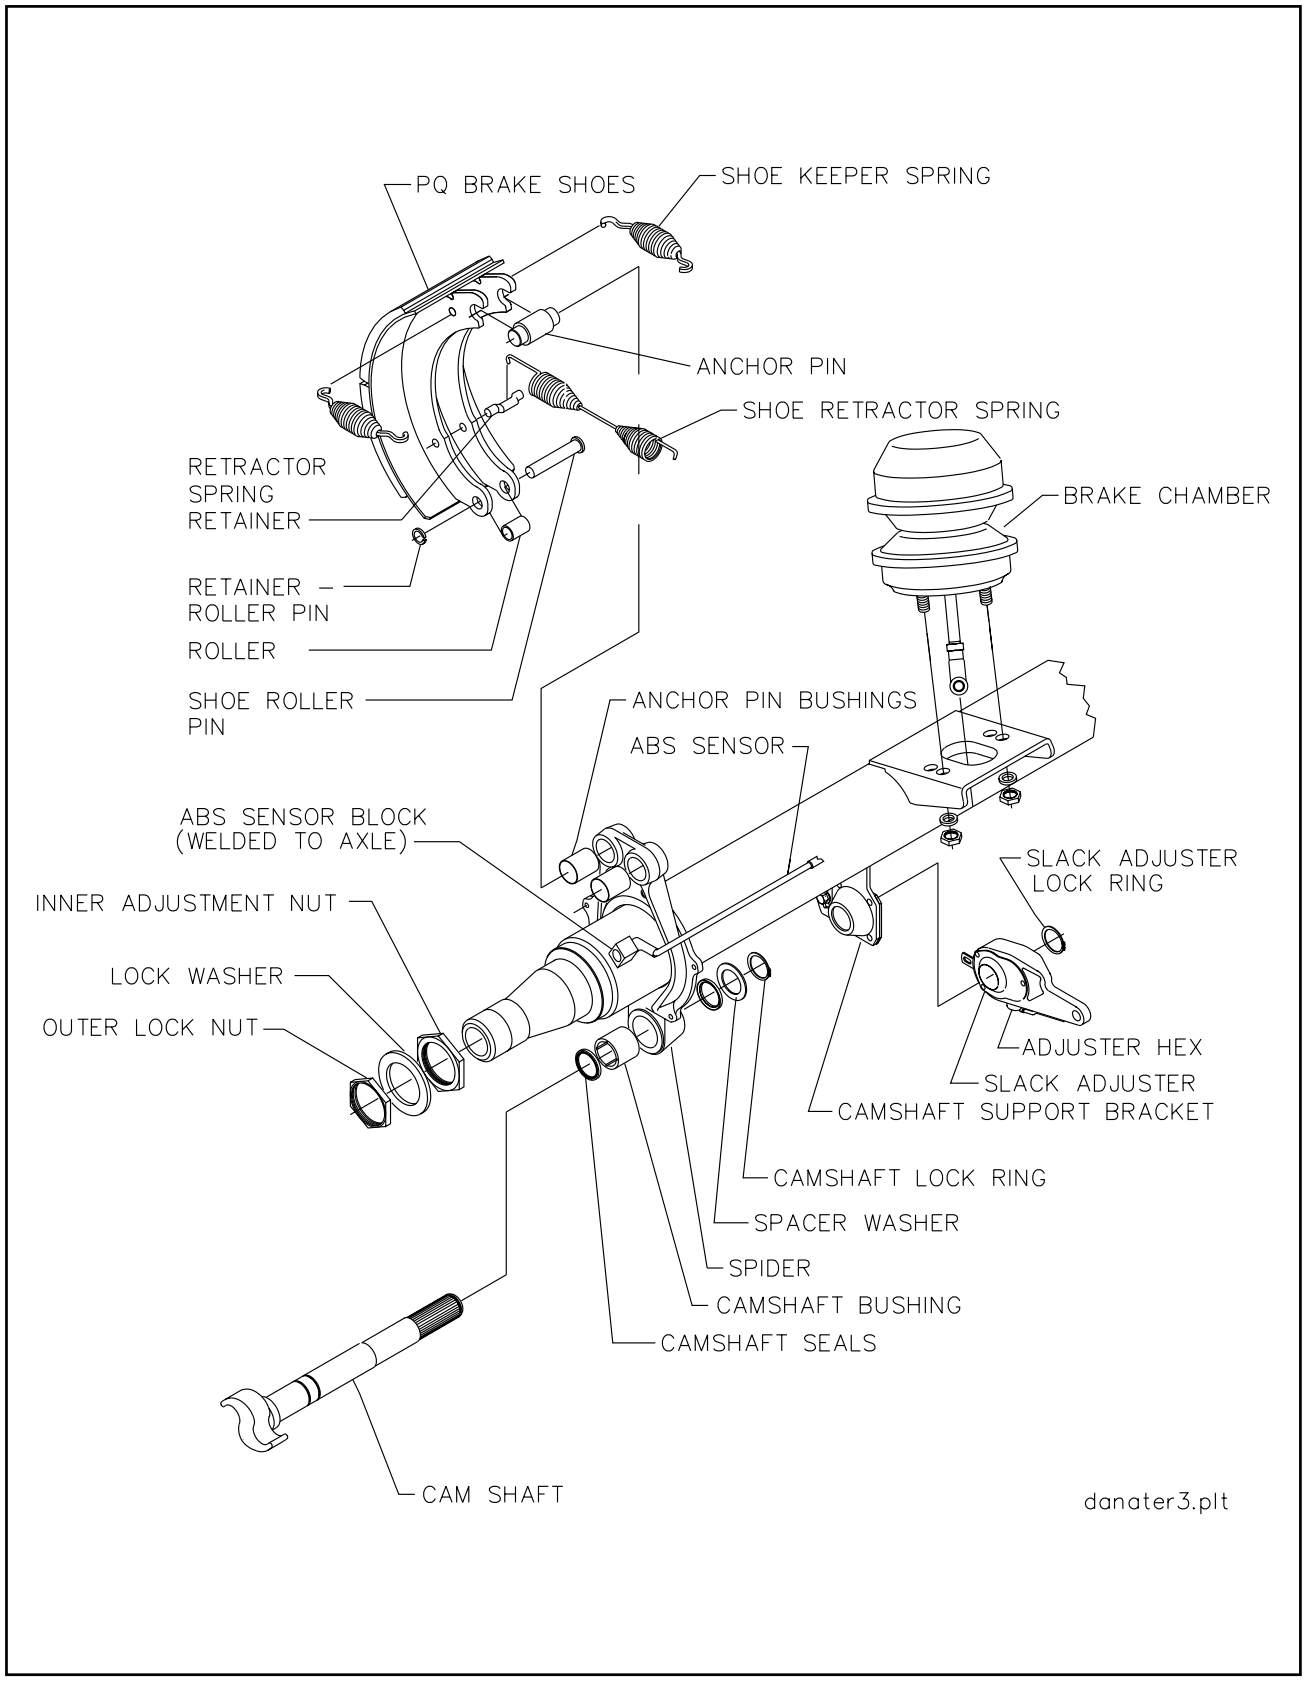

Figure 4-12 Axle and Brake Assembly
2. Remove dust cap from the rear of the spring brake chamber **(See Figure 4-12)**.
b. **Disassembly for 12-1/4" X 7-1/2" Brakes (See Figure 4-12)**
3. Remove drum assembly **(See Figure 4-12)**.